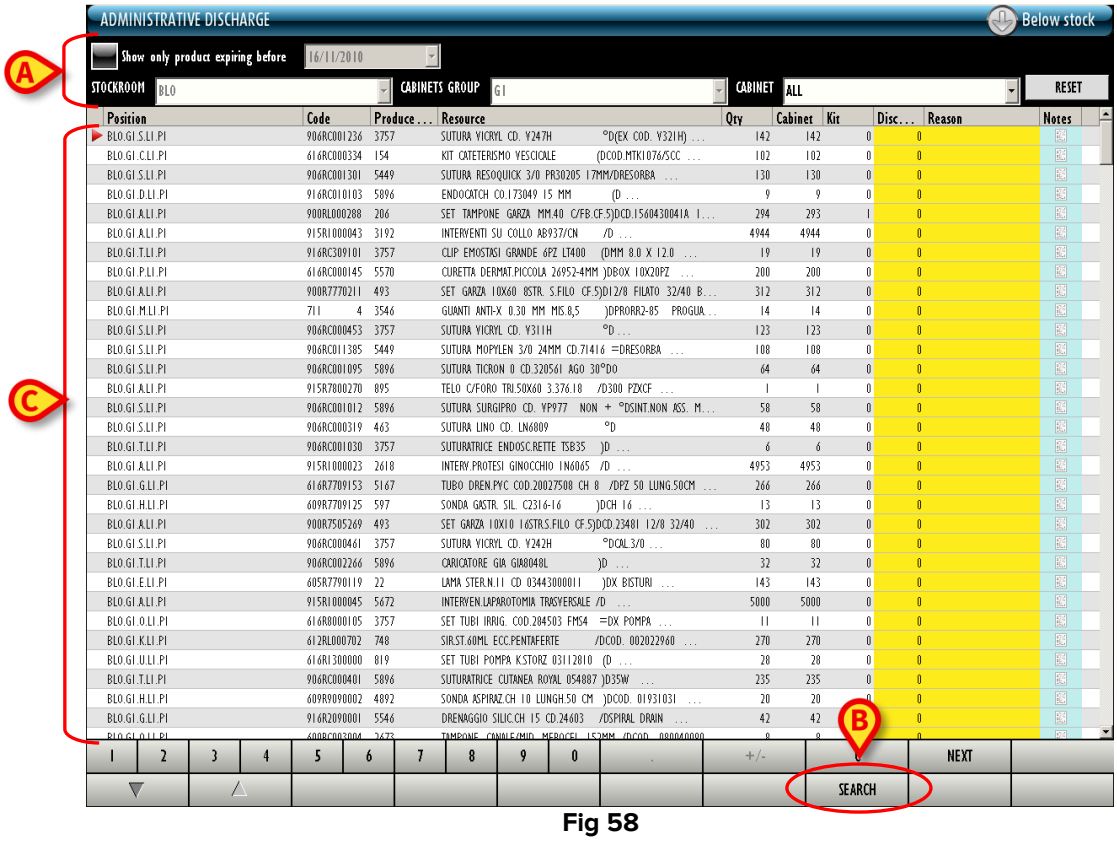

Fig 58
- Insert the resource data in the selection filters (Fig 58 **A** - if no filter is specified the screen displays the full list of resources).
- Click the **Search** button on the command bar (Fig 58 **B**).
The list of resources matching the specified values is displayed on screen (Fig 58 **C**).